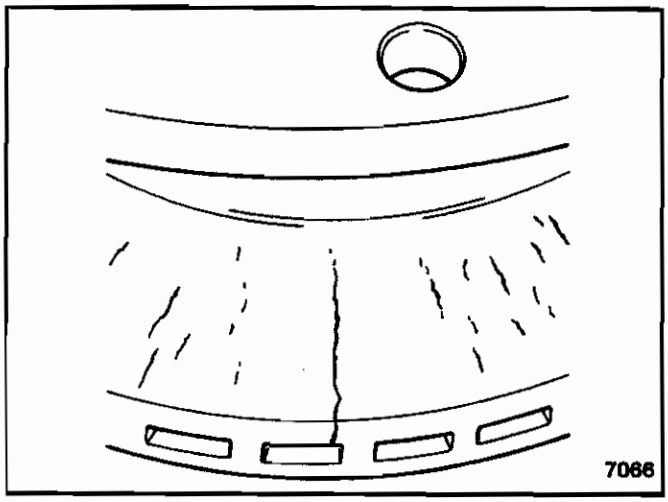

Figure 26. Rotor with Cracks
3. Press the second plastic bushing into the bore with a suitable drift, to a depth of 1.00 in. (27 to 28mm) (Figure 26).
A crack can extend through a section of the rotor, and, when heated through normal braking they can open and separate. This may cause rapid lining wear. Replace the rotor (Figure 26).